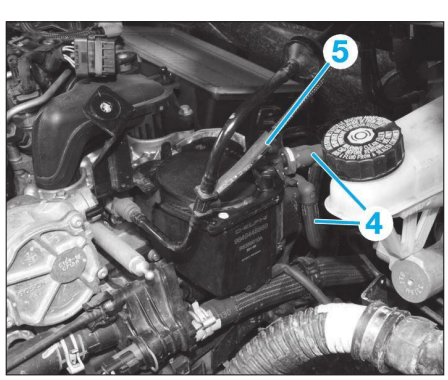

**Fig. 50**
- les tuyaux de carburant (4) **(Fig.50)**,
- le connecteur (5).